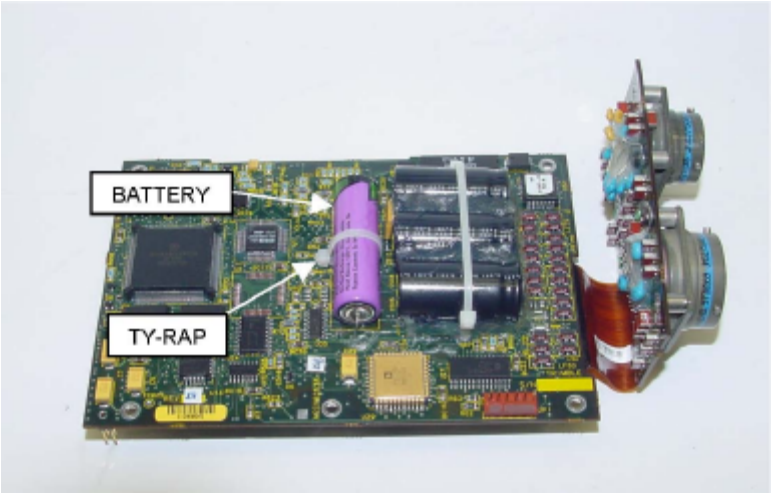

Figure 7
i. Carefully Remove RTV from around battery with the X-acto blade/knife (Fig. 7).
j. Cut the cable tie around the battery with small diagonal cutters and remove (Fig. 7).